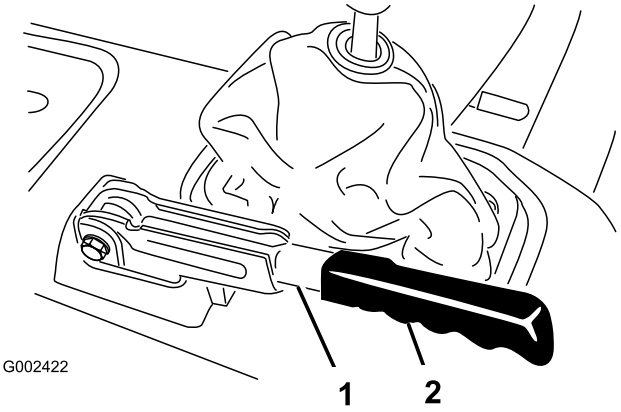

Figuur 74
1. Verwijder de rubberen handgreep van de parkeerremhendel (Figuur 74)